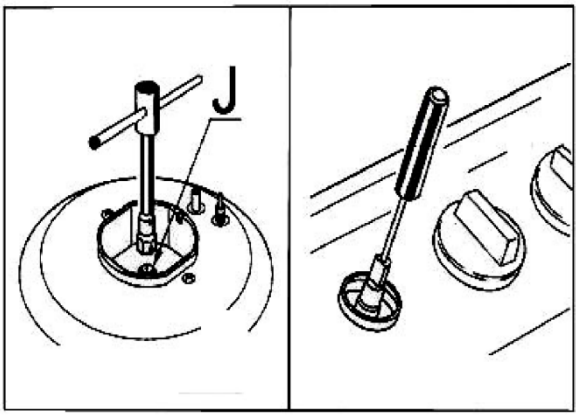

Рис. 9
- Выверните жиклеры **«J»** (см. рис. 9) торцевым ключом на 7 мм и замените их подходящими (см. таблицу
- Вставьте маленькую отвертку с плоским жалом в стержень вентиля (см. рис. 9). В вентилях, оборудованных предохранительным клапаном системы «газ-контроль», регулировочный винт может находиться снаружи стержня вентиля.